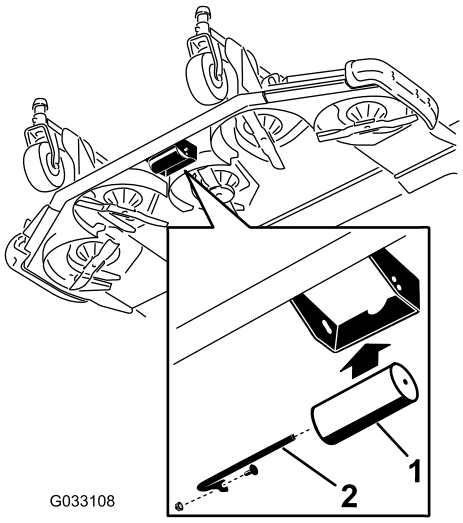

Figur 25
2. Plasser valsen med de øverste hullene og monter akselen med skruen og mutteren (Figur 25).